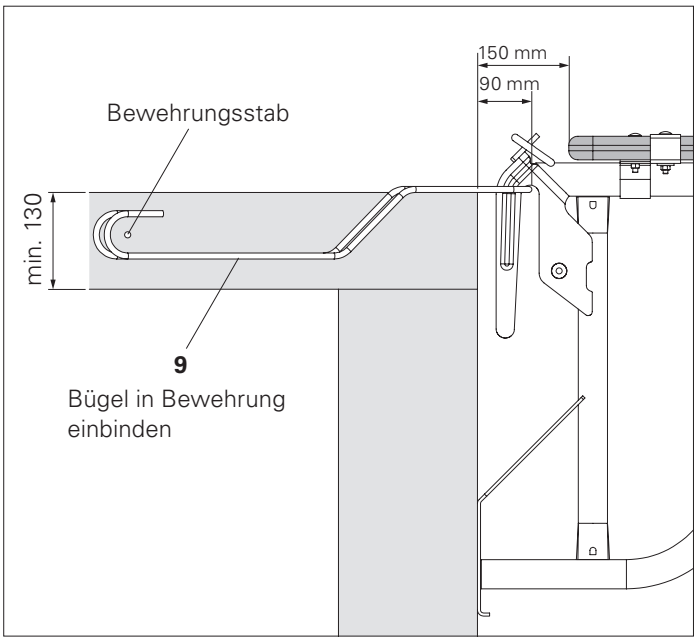
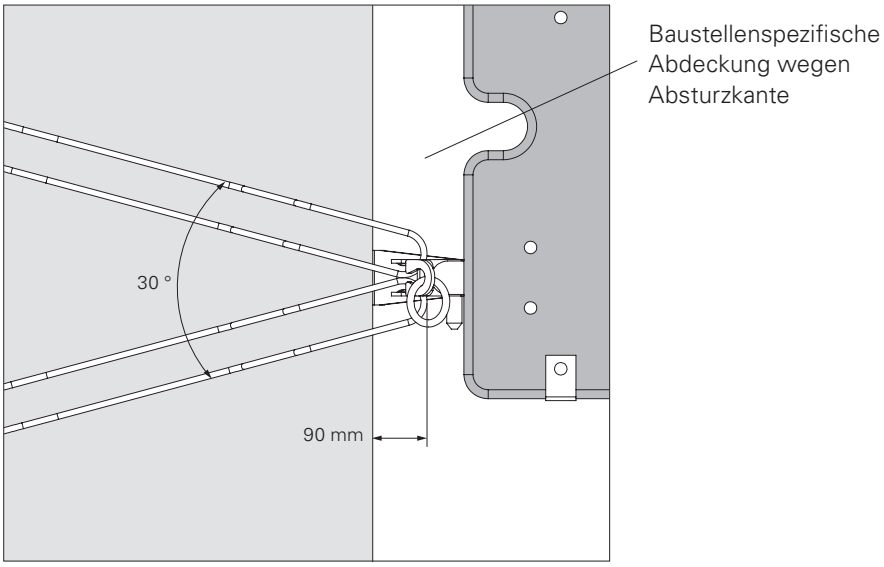

Abb. A6.08
Abb. A6.09
2. Die Einhängeschlaufen mit Rödeldraht an die untere Bewehrungslage der Decke binden. (Abb. A6.08 + Abb. A6.09)
- Die einbetonierte Seite der Einhängeschlaufe muss einen Bewehrungsstab umgreifen. (Abb. A6.08 + Abb. A6.09)